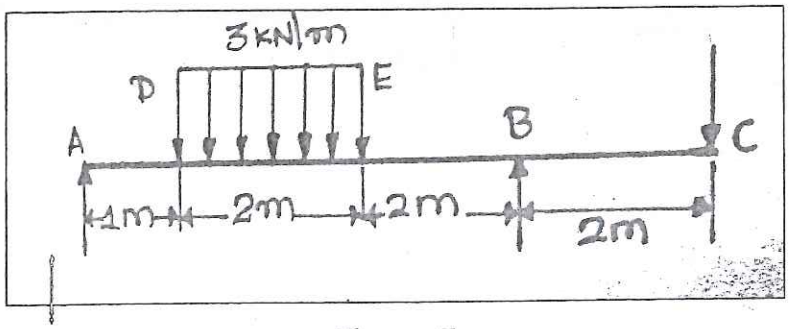

Figure 5
5. An overhanging beam ABC, supported at "A" and "B" is loaded as shown in the figure 5. Determine the deflection at free end, and maximum deflection between "A" and "B". Take I=600 Cm^4 and $E=2X10^5$ N/mm^2. 14